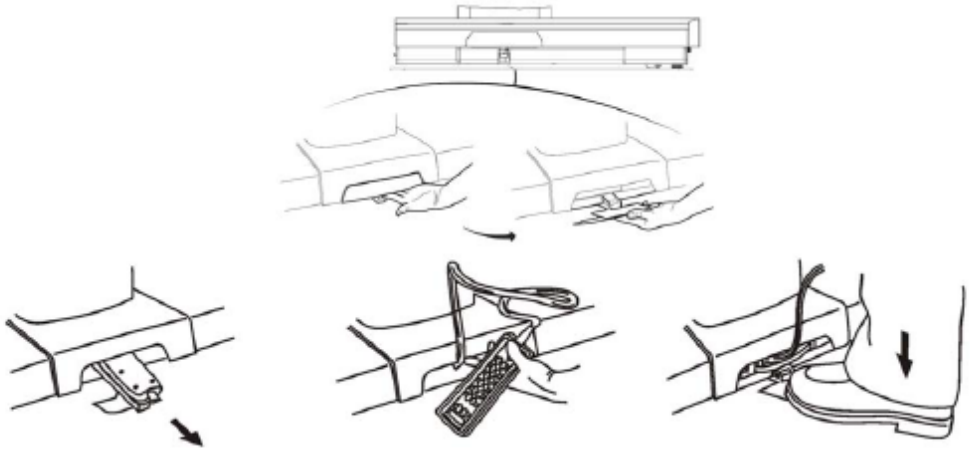

Figure 5-5. Système de commande de secours (prioritaire)
Pour utiliser le système, procéder comme suit (voir la *Figure 5-5*) :
3. **Lorsqu'un bouton-poussoir SLIDE (Glisser) est activé, le voyant vert (voir la *Figure 5-5*) à côté du mot CAUTION (Attention) s'allume et indique que le système est actif.**
Une fois le problème résolu et que la table d'opération peut fonctionner normalement, ranger le système de commande de secours comme suit (voir la *Figure 5-5*) :